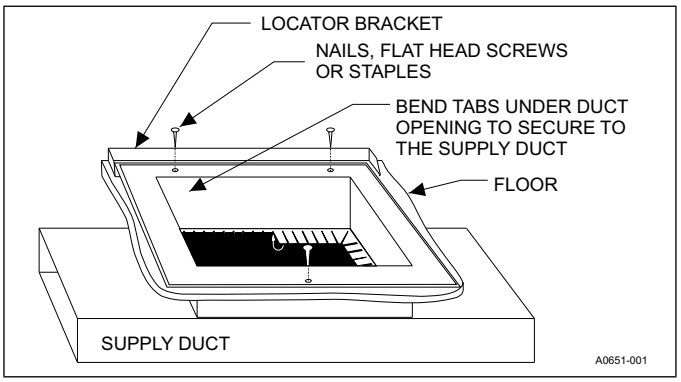

**Figure 10:** Duct connector tab attachment
3. Place the locating bracket which is supplied with the duct connector to the rear of the floor area for the furnace. See **Figure 10**.